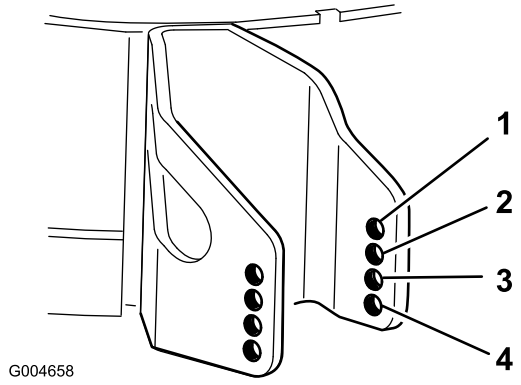

Figuur 24
4. Kies een opening en let er hierbij op dat de antiscalpeerrol is geplaatst bij de dichtstbijzijnde, door u gewenste corresponderende maaihoogte (Figuur 24).